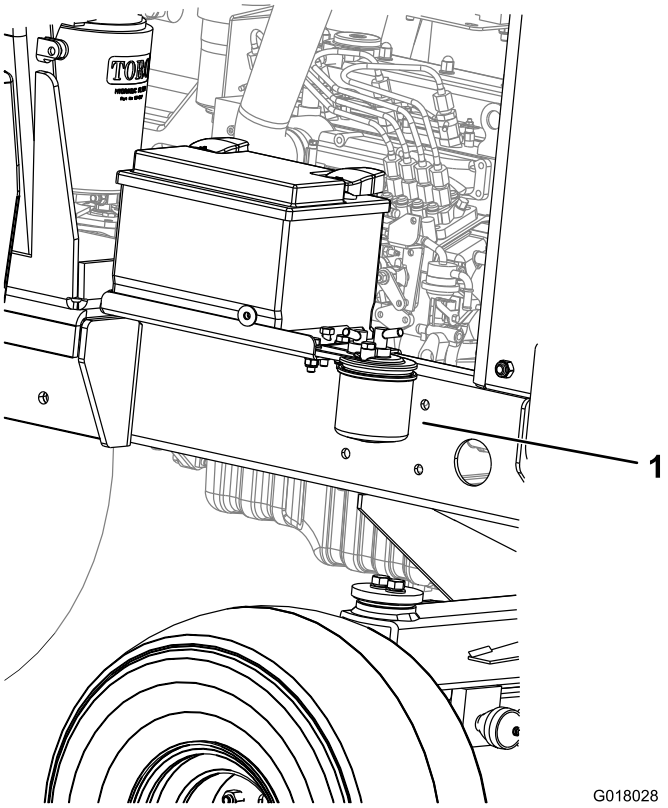

Figur 52
1. Anbring en ren beholder under brændstoffilterskålen (Figur 52).